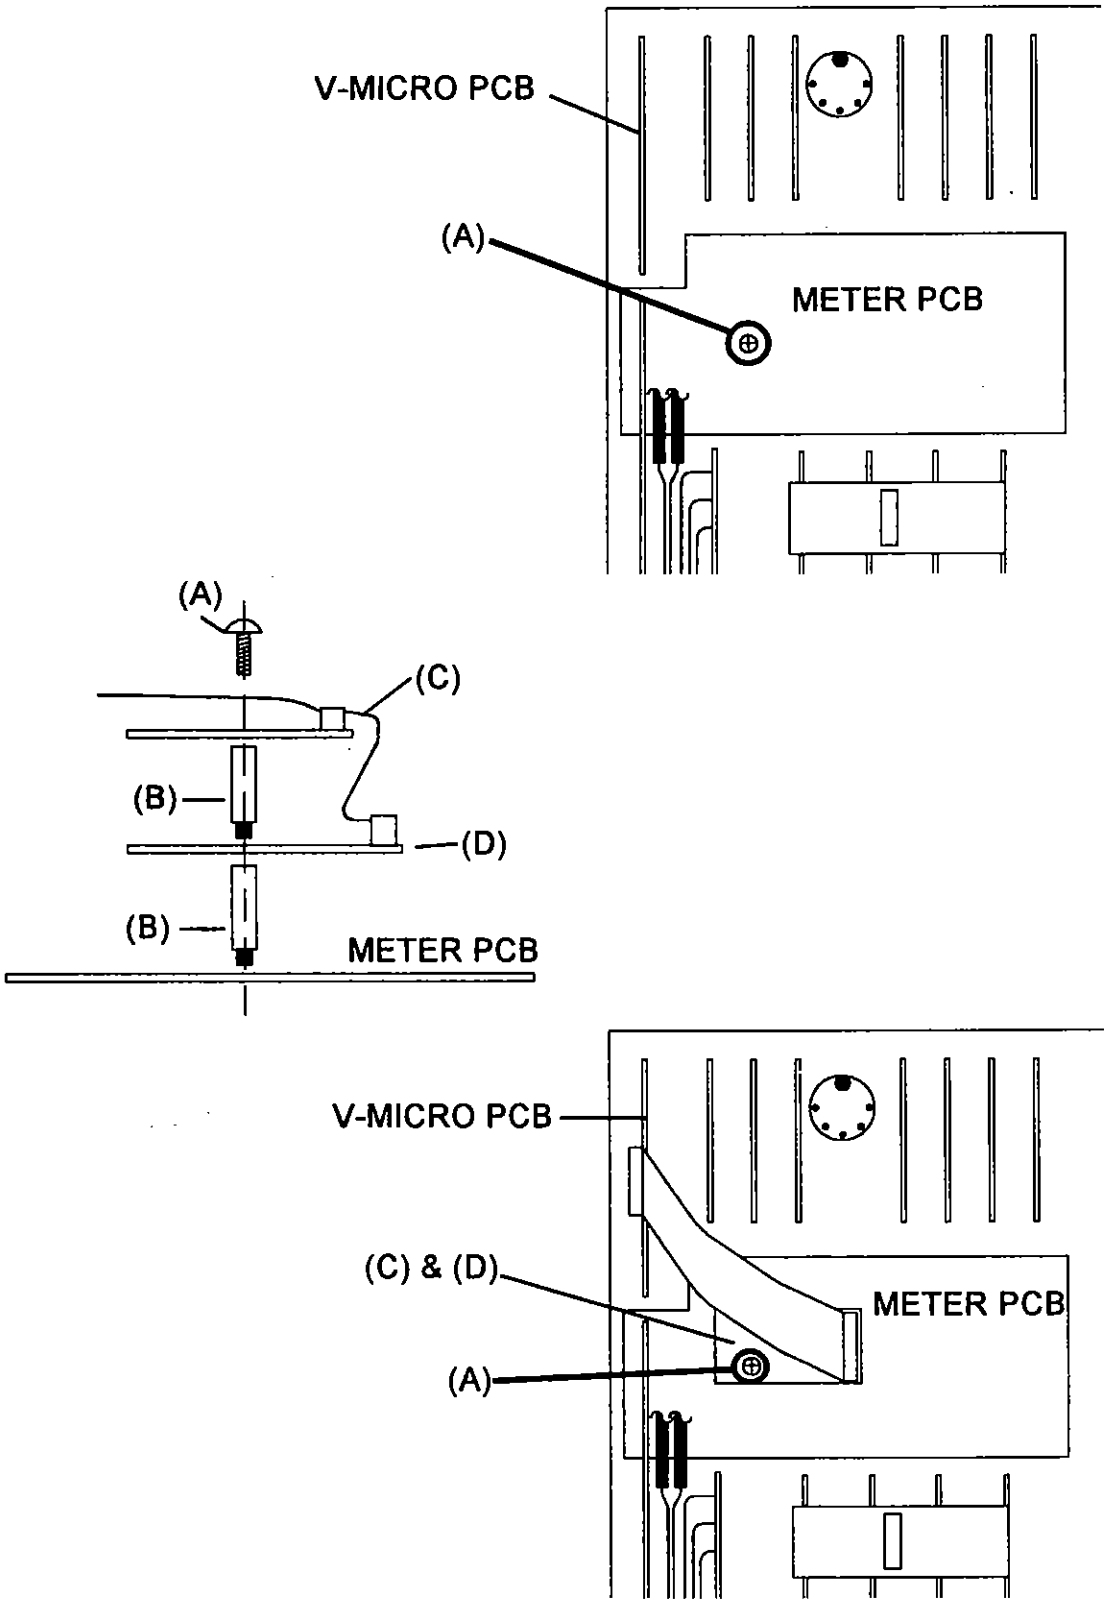

Fig. 15.
8. Locate the M3 screw (A) on the Meter PCB and unscrew it. *see Fig. 15.* Unpack the two M3 x 25mm pillar screws (B) in the kit and use them to mount the VPROM PCB (C) and SMPTE PCB (D) firmly to the Meter PCB as shown.